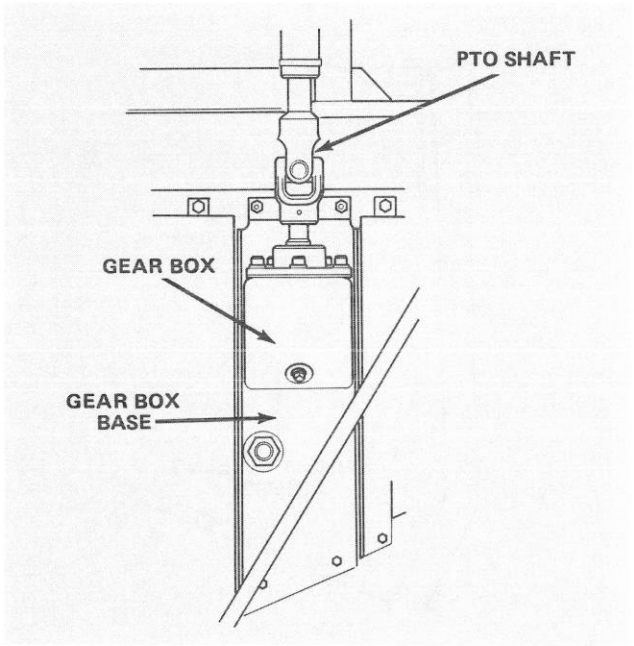

Figure 58
4. Remove four carriage bolts, lockwashers and nuts securing gear box base to top of cutting unit (Fig. 58). Slide gear box and base forward until PTO shaft separates. Place gear box base assembly on workbench.
7. Slide PTO shaft into PTO tube. Loop belt around gear box pulley and mount gear box base on top of cutting unit with four carriage bolts, lockwashers and nuts (Fig. 58).